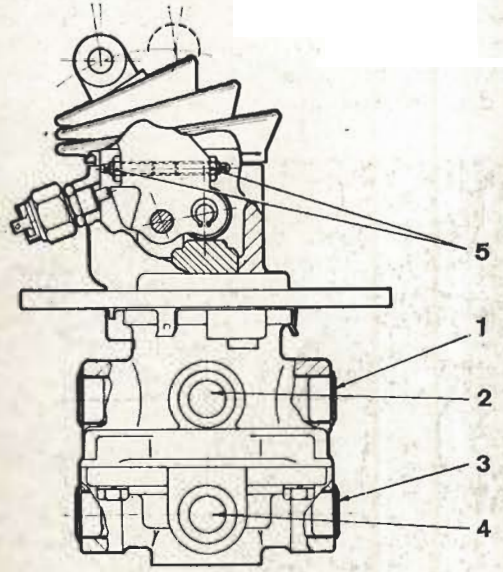

**Fig. 11.5. - Válvula de accionamiento de frenos (doble circuito)**
**Correcto ajuste de las tuercas tope de palanca** (5 - fig. 11.5)